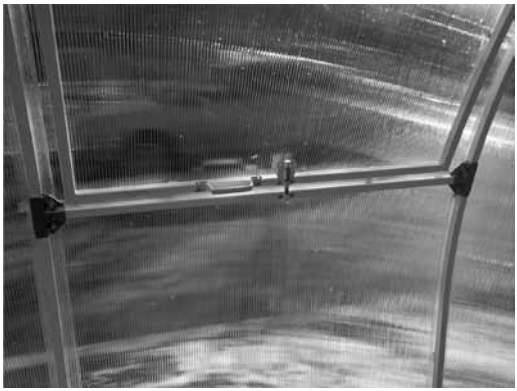

Рис. 3
5. С внутренней стороны форточки установить ручку по центру форточки (Рис. 3).
6. С внутренней стороны форточки установить один шпингалет по центру или 2 по краям форточки (Рис. 3).